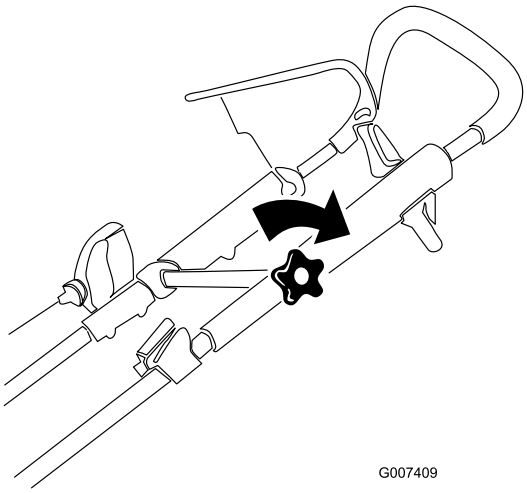

Bild 14
3. Ziehen Sie das Handrad des oberen Bügels fest (Bild 14).